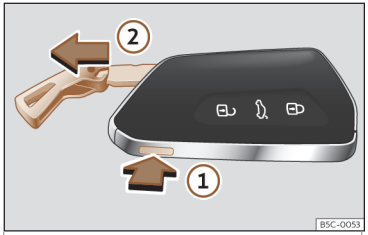

Fig. 76 Chiave del veicolo: estrarre lo spadino della chiave.
- Premendo una volta il pulsante››› **fig. 76** ① si sblocca la chiave e compare un occhiello che funge da portachiavi.
- Tenere premuto il pulsante ① e contemporaneamente tirare l'occhiello in direzione della freccia››› **fig. 76** ② per estrarre completamente lo spadino della chiave.